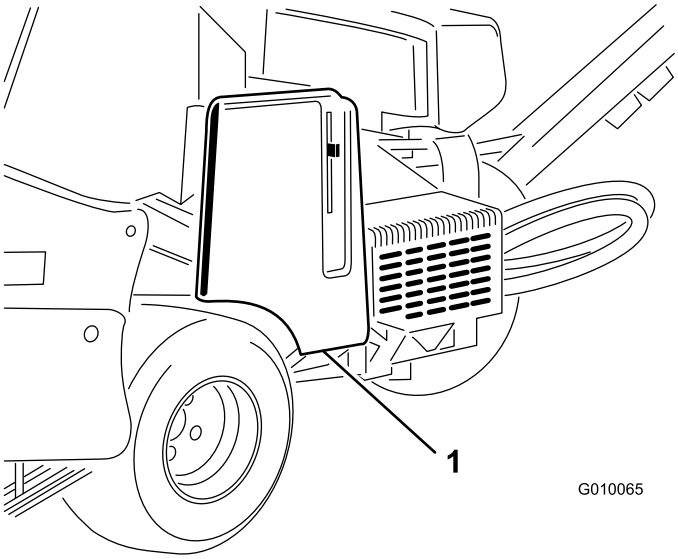

Figura 56
1. Destranque e retire a cobertura da correia (Figura 56).